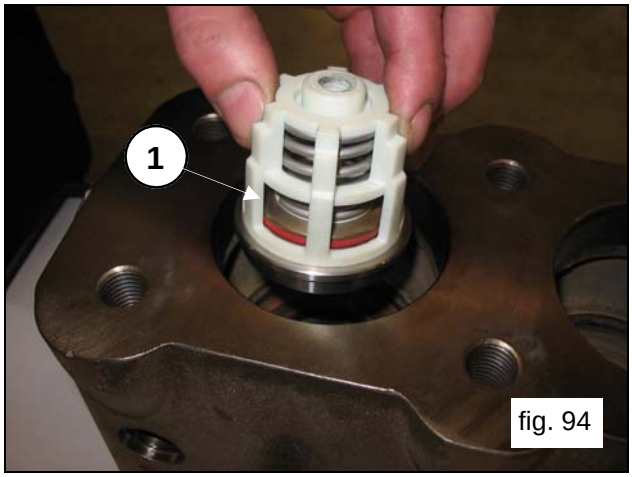
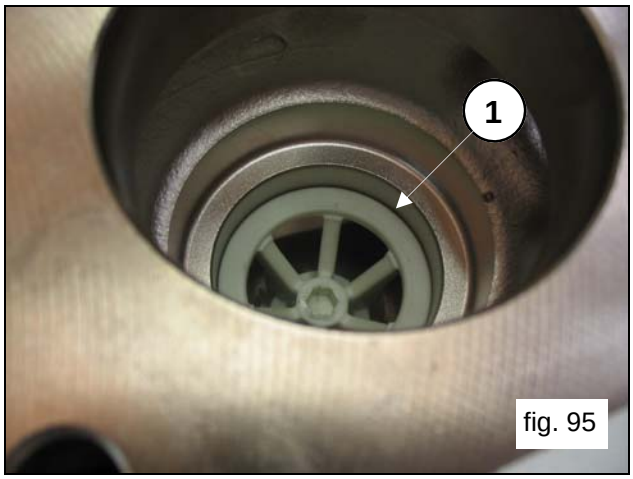

fig. 94
fig. 95
Insert the suction valve unit together with the spacer (pos.①, fig.94). The valve unit must be fully inserted, as shown in pos.①, fig.95.